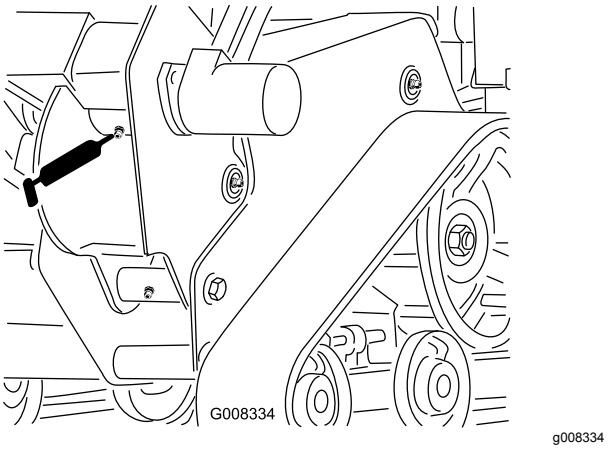

Figur 27
3. Rengör smörjnipplarna på dikesgrävarens kåpa med en trasa och anslut en smörjpistol (Figur 27).